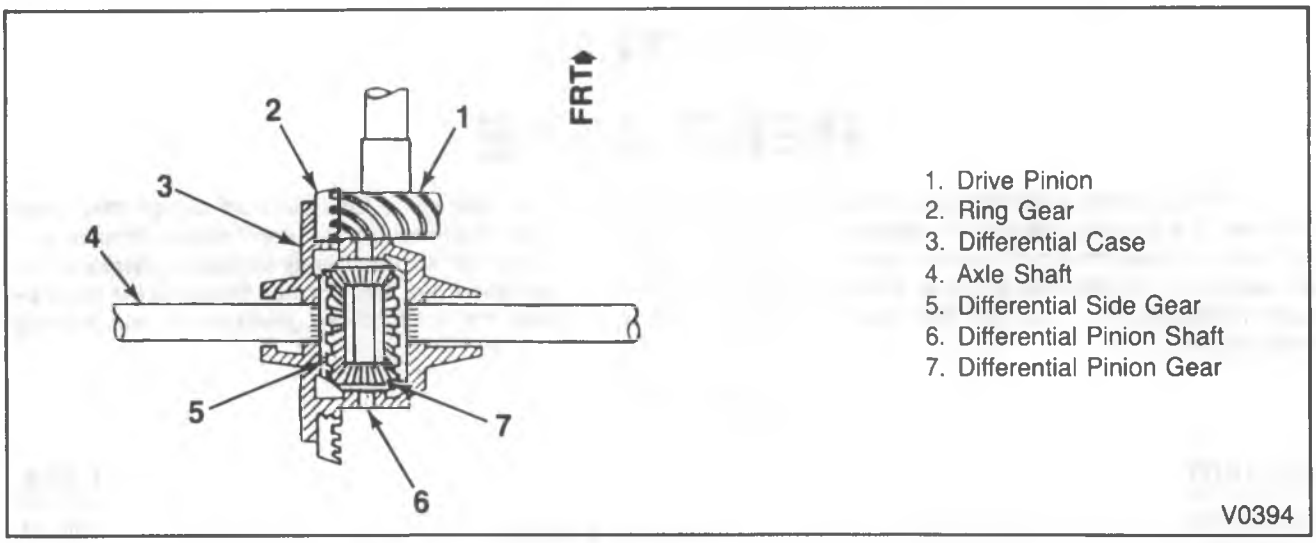

Figure 1—Differential Main Components
A basic differential has a set of four gears. Two are called differential side gears (5) and the other two are called differential pinion gears (7). Some differentials have more than two pinions. Each side gear is splined to an axle shaft (4); therefore, each axle shaft must turn when its side gear rotates. Refer to figure 1.